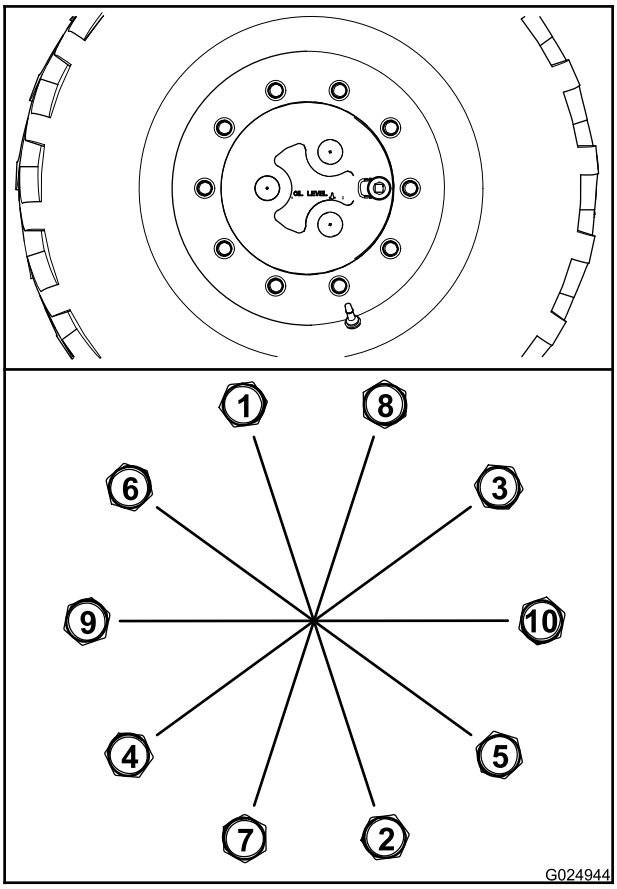

Figure 82
A. Torque the all wheel nuts to 100 N-m (75 ft-lb) in the sequence shown in Figure 82.
B. Torque all the nuts to 200 N-m (150 ft-lb) in the sequence shown in Figure 82.
C. Torque all the nuts to 300 N-m (225 ft-lb) in the sequence shown in Figure 82.